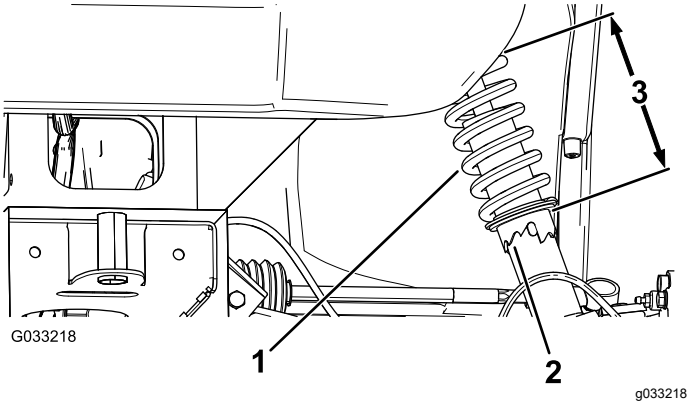

Figuur 52
2. Als de vlucht van het wiel onjuist afgesteld is, draai dan met de schroefsleutel aan de kraag van de schokdemper tot het wiel uitgelijnd is (Figuur 52).